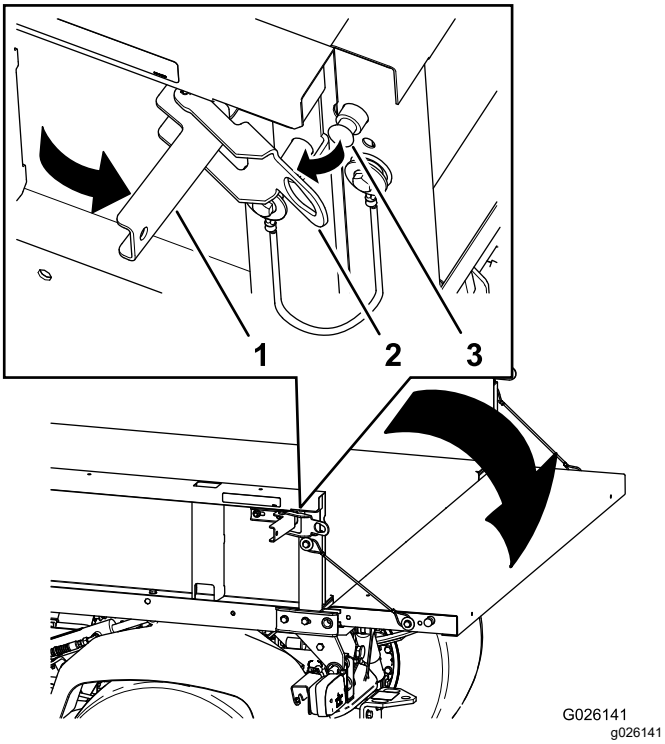

**Figura 16**
2. Abra los enganches de los lados izquierdo y derecho de la plataforma de carga, y baje el portón trasero (Figura 16).